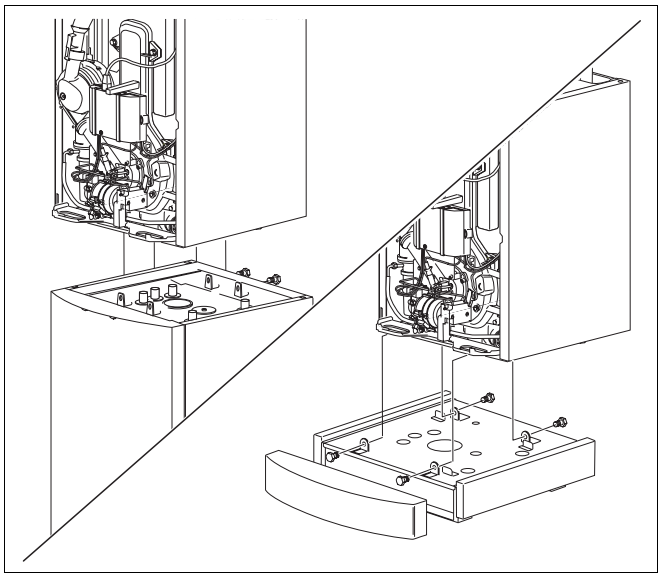

Abb. 17 Heizkessel auf Warmwasserspeicher oder Kesselunterbau heben und montieren
- Heizkessel auf Kesselunterbau oder Warmwasserspeicher heben (Abb. 17).
- Traversen mit den Laschen des Aufstellbleches verschrauben (Abb. 17).